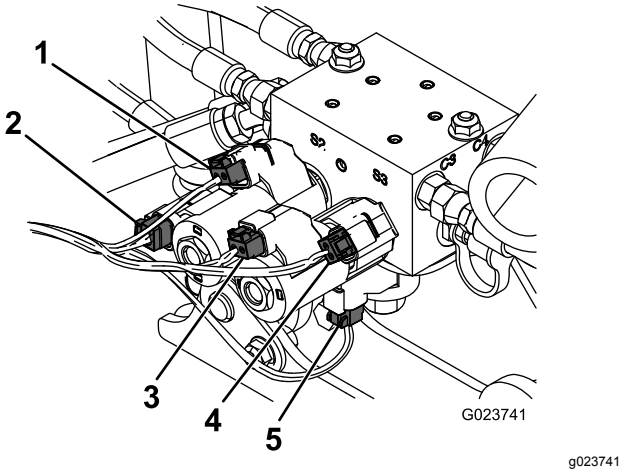

Figuur 21
5. Sluit de kabelboom aan op het hydraulische blok; zie Figuur 21.